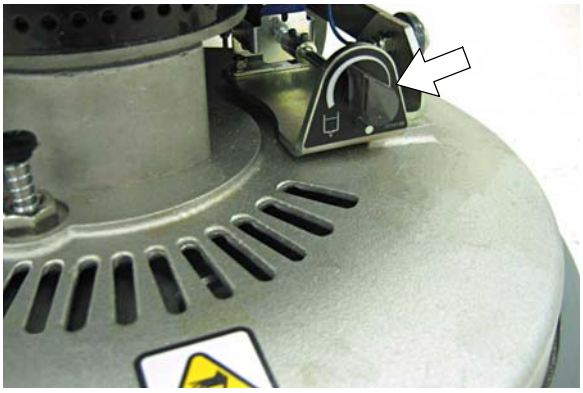

FIG. 20
5. Tournez le bouton de commande du débit de solution pour obtenir le débit de solution souhaité (Figure 20).